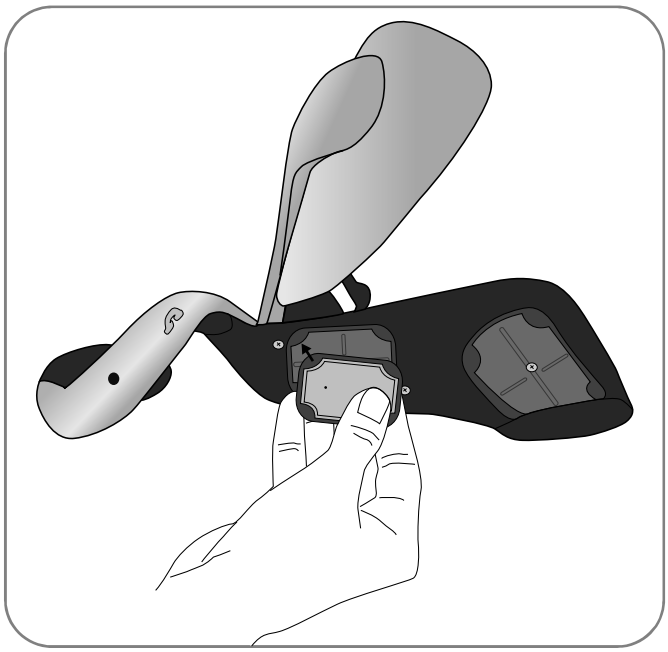

図 8-7：電極ベース#5 に布製電極#5 を挿入したところ
7. 布製電極#1、2、4、5 は、布製電極の白い点が電極ベース側になるようにして、布製電極の四隅を電極ベースに挿入してください（図 8-7 を参照）。